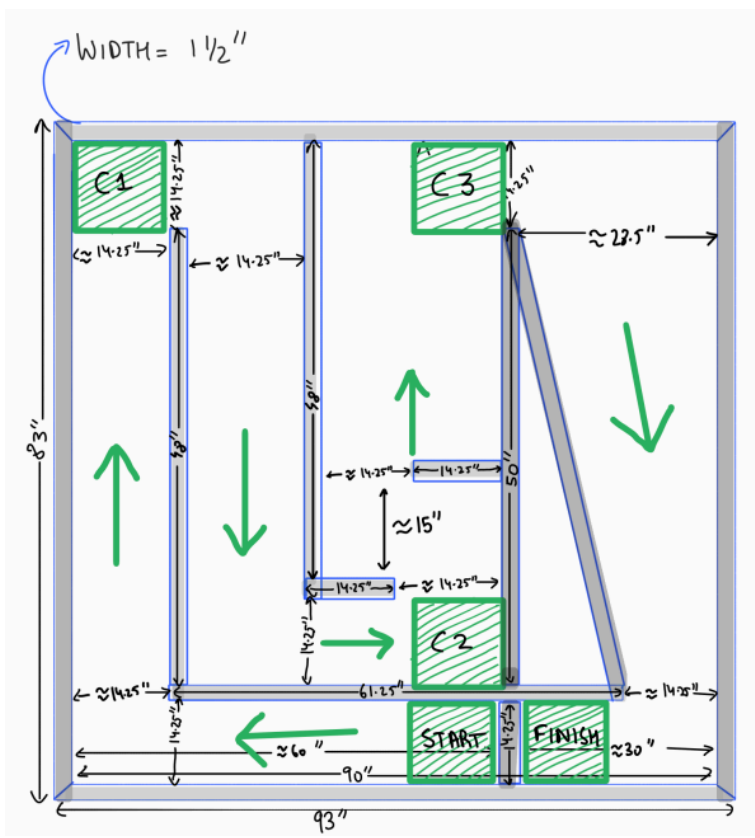

Figure 1. Dimensioning Of The Maze
The purpose of this challenge is to evaluate the robot's ability to be manually maneuvered through the designated maze, as shown in *Figure 1*, using only the controller provided by the event organizers.
5.2.2. All robots will begin in a designated start section illustrated in *Figure 1*
5.2.3. The maze shall be constructed from wooden planks arranged as shown in *Figure 1*. The floor surface shall consist of ECERF carpet.
5.2.4. Checkpoints shown in *Figure 1* can be utilized with the following restrictions:
5.3.2. All robots will begin in a designated start section illustrated in *Figure 1*
5.3.3. The maze shall be constructed from wooden planks arranged as shown in *Figure 1*. The floor surface shall consist of ECERF carpet.
5.3.4. Checkpoints shown in *Figure 1* can be utilized with the following restrictions: